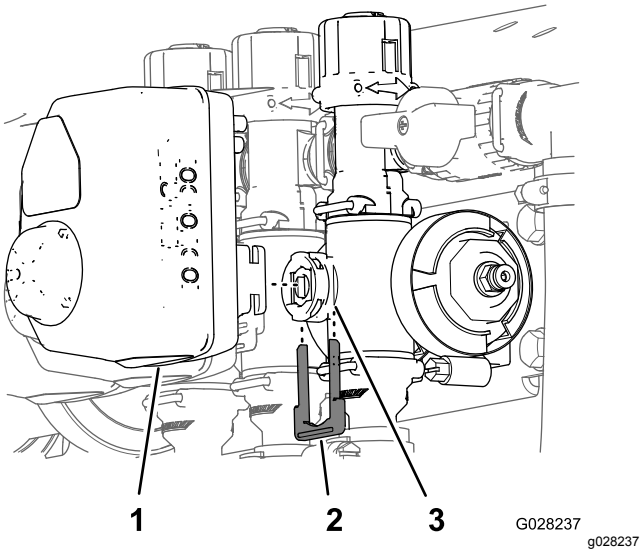

Figur 97
3. Fjern holderen som fester aktuatoren til manifoldventilen for mengderegulatoren, risteventilen, hovedbomventilen eller bomseksjonsventilen (Figur 97).